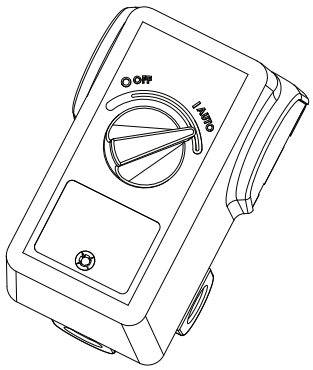

Figure 17
4. Réglez l'interrupteur du pressostat à **AUTO** afin de démarrer l'appareil (consultez la figure 17).
7. Changez l'huile après les cinquante (50) premières heures d'utilisation. Effectuez un changement d'huile aux trois (3) mois ou après deux cents (200) heures de fonctionnement, selon la première occurrence.